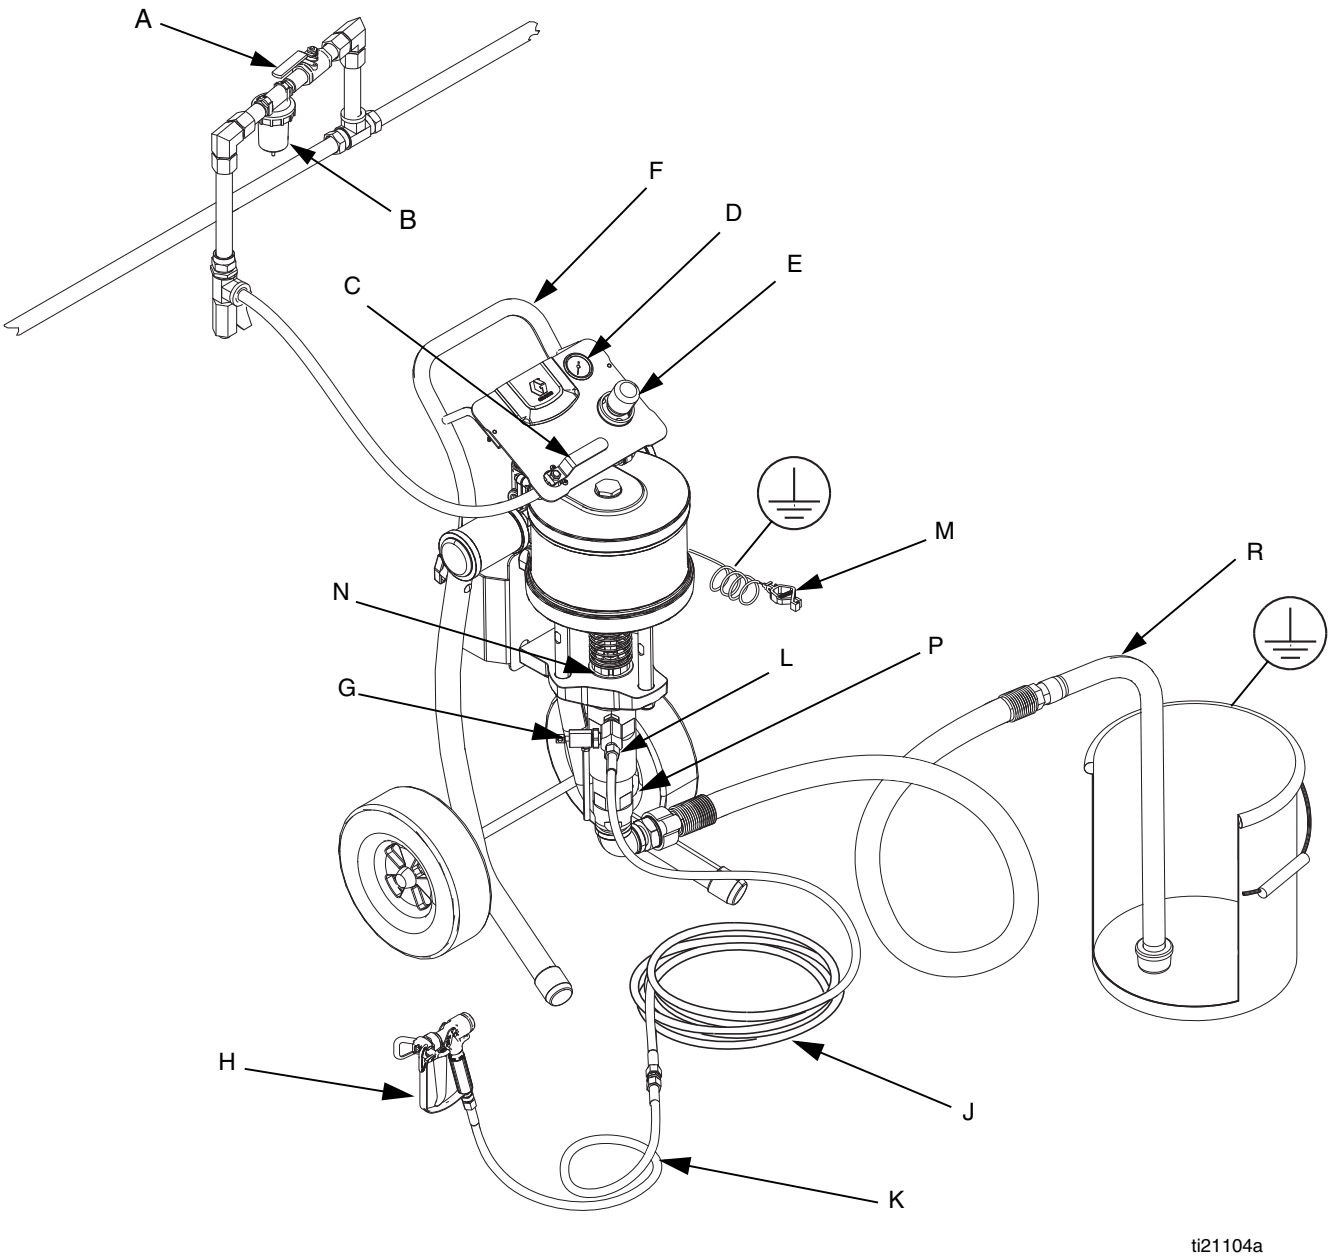

FIG. 1: Typisk installation
FIG. 1 är endast en vägledning för val och montering av systemkomponenter och tillbehör.
Se FIG. 1.
Installera följande tillbehör i den ordning som visas i FIG. 1 och använd adaptrar efter behov.
5. Se FIG. 1. Anslut vätskeslangens ände (J) till pumputloppet (L) eller filtret och dra åt.
6. Anslut vätskeslangens andra ände (J) till reducernippeln och den böjliga pistolslangen (K). Anslut pistolslangen till pistolen och dra åt.
7. Stäng den avluftande huvudluftventilen (C). Anslut luftmatningen till luftintaget.
2. Se FIG. 1. Stäng den avluftande huvudluftventilen (C).